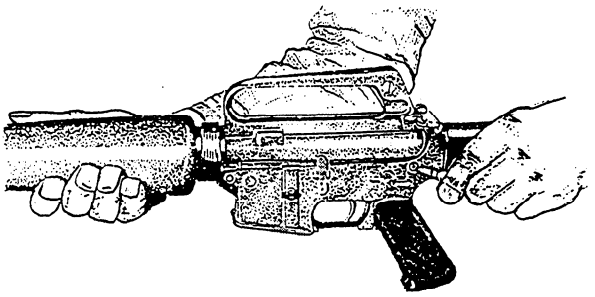
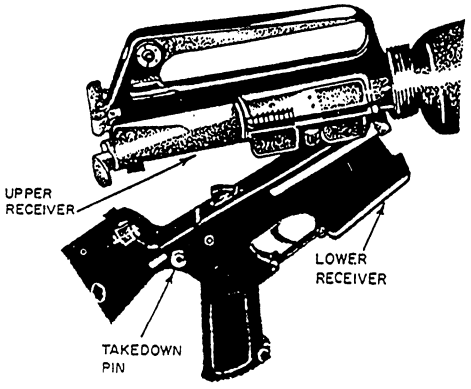

Figure 3-9.—Pressing takedown pin to the right.
Figure 3-10.—Breaking upper receiver away from lower receiver.
2. Turn the weapon on its right side, keeping the muzzle to the left. Press the takedown pinto the right (fig. 3-9) until the upper receiver swings free of the lower receiver (fig. 3-10).